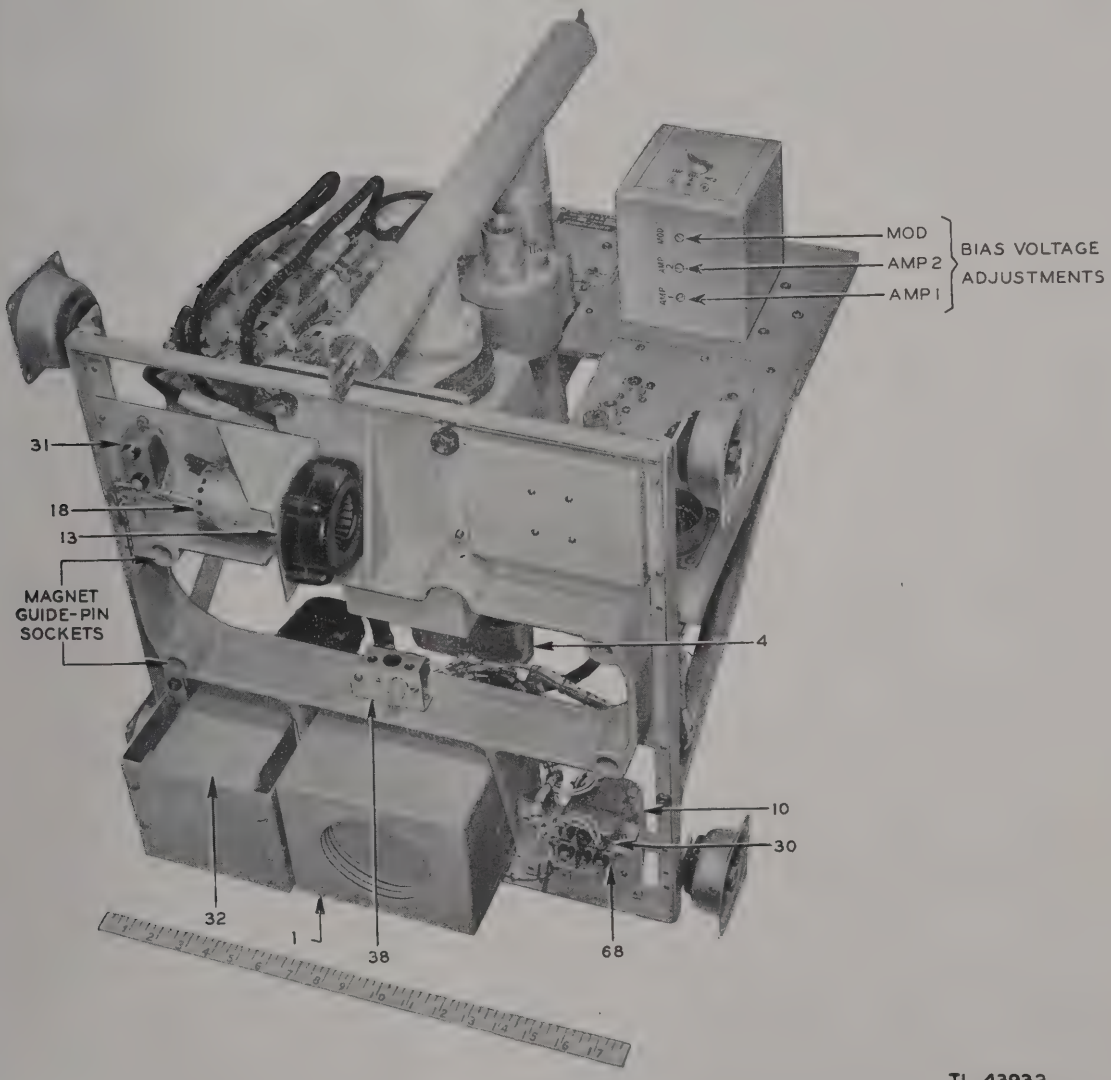

Figure 94. Radio-Frequency Unit RF-1/TPS-1, bottom front view.
p. Figure 94, Radio-Frequency Unit RF-1/TPS-1, bottom front view.
(2) Mark the cords to identify their connections and remove them from their terminals.
(3) From the rear of the r-f unit remove the four screws holding the box to the upright support panel.
(4) To replace the potentiometer box, reverse the above procedure.
e. Replacement of R-F Unit Blower Assembly (fig. 94). (1) Disconnect the two wires furnishing power to the blower.
(2) Remove the four screws holding the blower support section to the frame.
(3) To replace, reverse the above procedure.